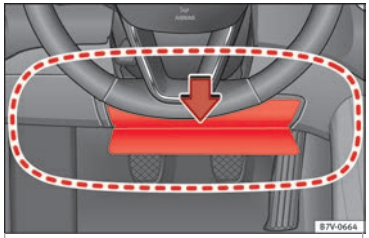

Fig. 29 On the driver side: radius of action of the knee airbag.
The area framed red ››› Fig. 29 (A) is covered by the knee airbag when it is triggered (deployment area). Therefore, objects should never be placed or mounted in these areas.